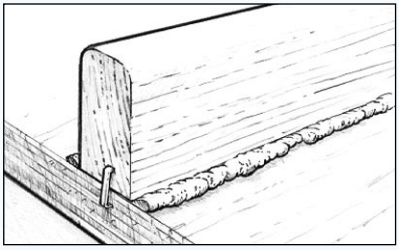

Figur 11 Klamper/skruetvinger skal monteres før epoxyen stivner.
3. Klem komponenterne sammen. Fastgør i det nødvendige omfang for at fastholde komponenterne på deres pladser med skruetvinger. Klem kun nok sammen til, at presse en lille smule af den fortykkede blanding ud fra samlingen. Dette angiver, at epoxyen har god kontakt med begge fladerne *(Figur 11)*. Klem ikke al den fortykkede blanding ud fra samlingen med for meget tryk på.